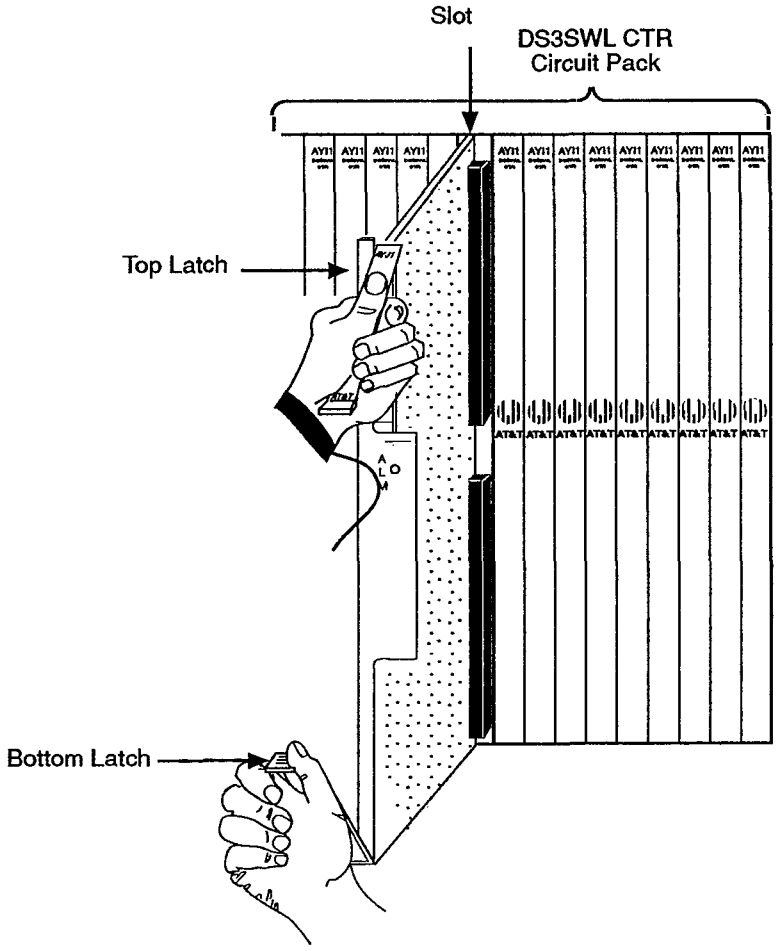

Figure 3-8. Installing DS3SWL CTR Circuit Packs—Step 3
3. Holding the circuit pack in an upright position, slide it into the slot, using one continuous, even-pressured motion, until the circuit pack goes no further; see Figure 3-8. (The backplane is keyed to prevent the circuit pack from being inserted upside down.)